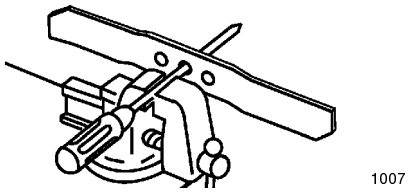

Bild 30
1. Kontrollieren Sie die Wucht des Messers, indem Sie das mittlere Loch im Messer über einen Nagel oder einen Schraubenzieherstiel hängen, den Sie horizontal in einen Schraubstock einklemmen (Bild 30).